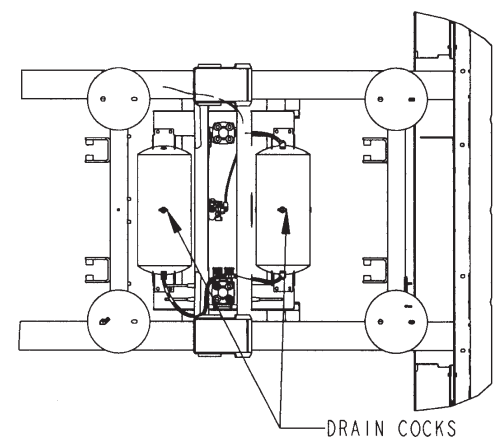

Figure 4-15 Drain Cock Locations
d. Drain air reservoir daily. A drain cock on the bottom of each air reservoir vents the tank to drain collected water and oil. If held open, air pressure in the tanks is relieved, causing the emergency or parking brakes to be applied **(See Figure 4-15).**